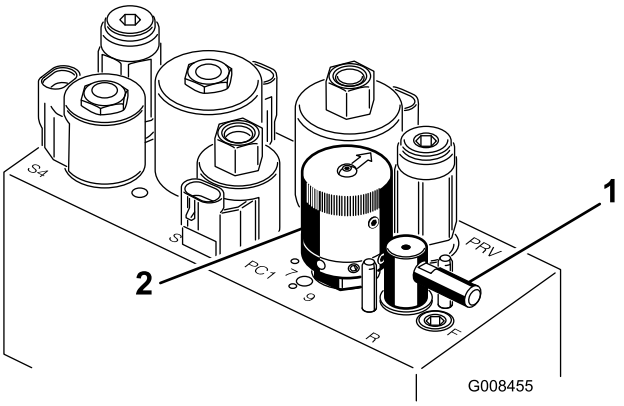

Figur 49
5. Drej baglapningsgrebet til positionen ”R” (Figur 49).
6. Drej hastighedsregulatoren til knivcylindre til indstillingen 1 (Figur 49).